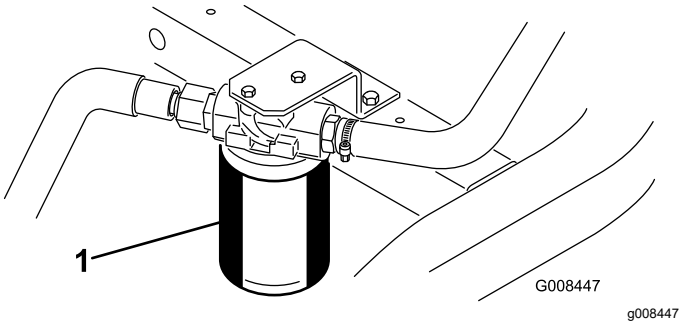

Figure 50
1. Nettoyez la zone autour de la surface de montage du filtre (Figure 50). Placez un bac de vidange sous le filtre et enlevez le filtre.